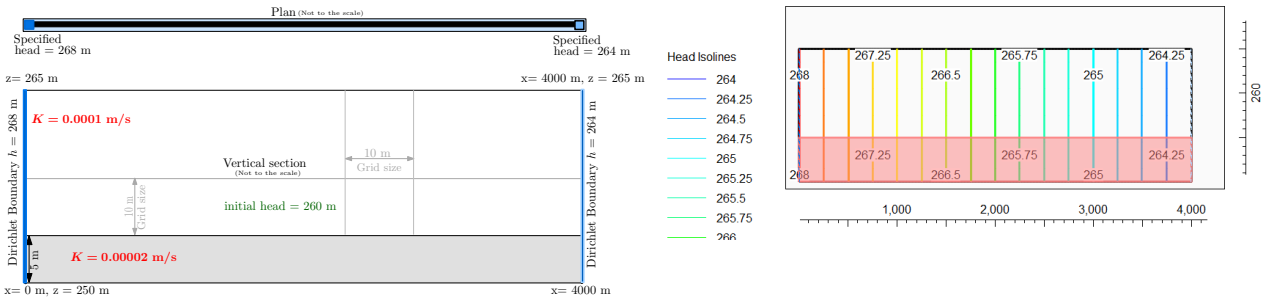
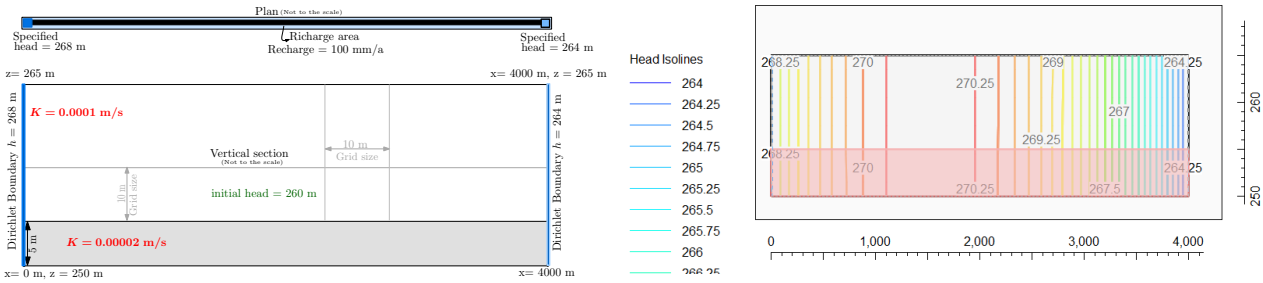
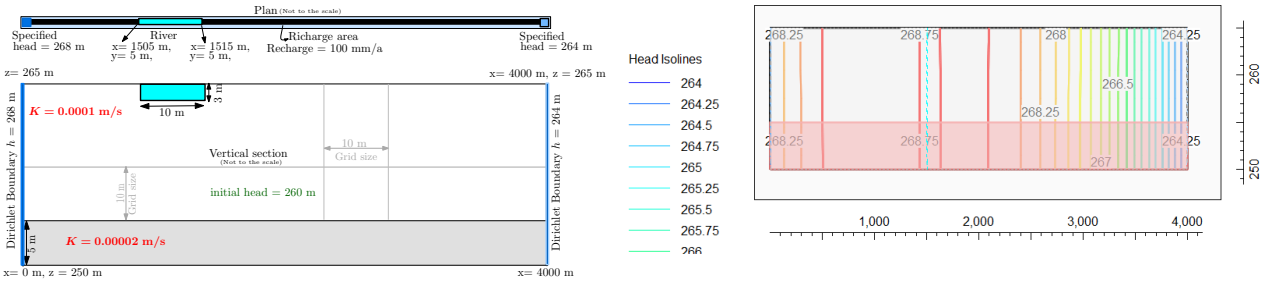

Figure 2: Left: The model domain and, Right: Obtained hydraulic head isolines for the front view
Figure 3: Left: The model domain and, Right: Obtained hydraulic head isolines for the front view
Figure 4: Left: The model domain with a river, and Right: Obtained hydraulic head isolines for the front view displaying the influence of river on the head
- ○ check hydraulic head isolines - the resulting plot should appear as in: Figure 2
- check hydraulic head isolines - the resulting plot should appear as in Figure 3
- The distribution of isolines in the Figure 3 suggest that recharge of the domain distorts the uniformity of isolines (observed in Figure 2) towards the lower head (right) boundary
- ○ check hydraulic head isolines - the resulting plot should appear as in Figure 4
- ☐ River provides additional source of water to the model and its impact is very disticnt by comparing Figure 3 and Figure 4
- ☐ The pumping well forces flow towards itself. In fact, water is also pulled from the outflow (right) boundary. Comparing Figure 3 and Figure 4 basically displays that. The path-plot should more clearly demonstrate these.